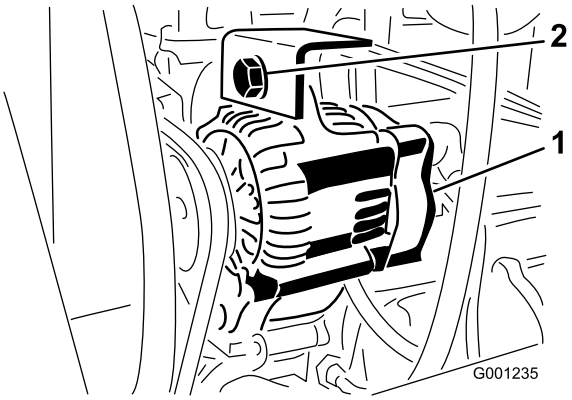

Figur 77
2. Lossa fästskruven till generatorn (Figur 77)
3. Öka eller minska generatorremmens spänning och dra åt fästbulten (Figur 77).